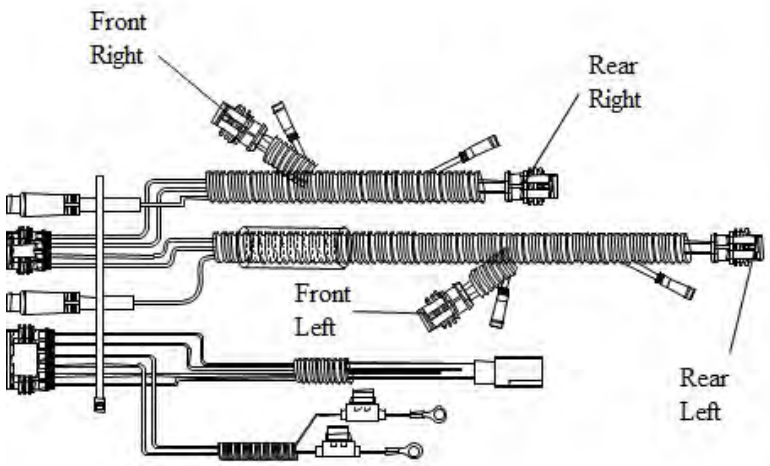
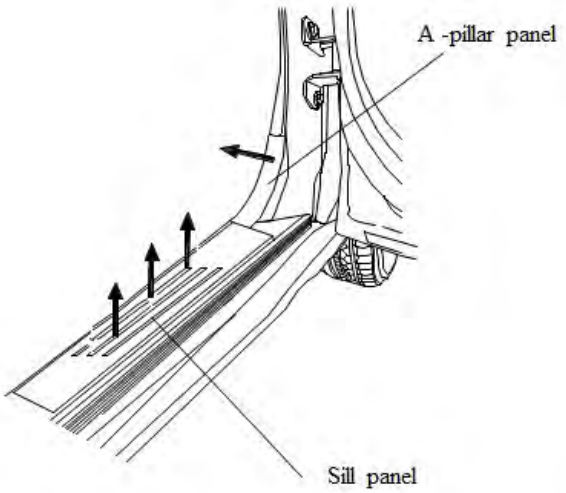
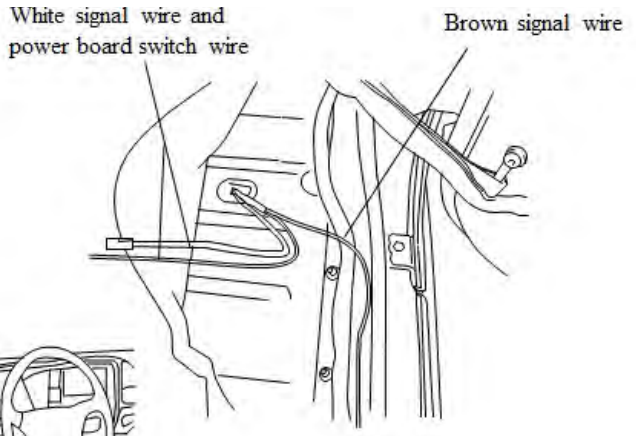
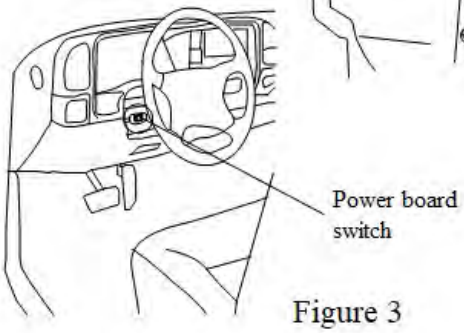

Figure 1
Figure 1
Figure 2
Figure 3
Step 2: Figure 1 is of the wiring harness and Figure 2 is the installation diagram of the vehicle when viewed from below. When installing the wiring harness, make sure the four connectors go to the corresponding motor linkage (ex. Front Right).
Step 5: Connection of the signal wire: Pry the scuff plate and kick panel on the passenger side in Figure 1. Pull the brown and white signal wire, and switch wire into the vehicle through the rubber grommet of the chassis on the passenger side in Figure 2. The white signal wire extends to the driver side of the vehicle under the carpet. Stick the power board switch to the left side under the steering wheel in Figure 3.